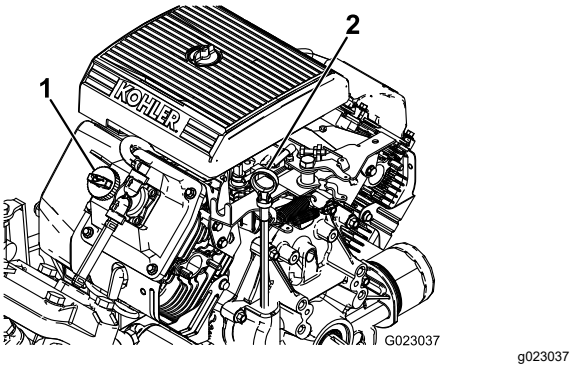

Figur 42
2. Ta ut oljestickan och torka av den med en ren trasa (Figur 42). Sätt i oljestickan i röret och se till att den sitter som den ska. Ta ur oljestickan och kontrollera oljenivån.
3. Om oljenivån är låg tar du bort påfyllningslocket från ventilkåpan (Figur 42) och fyller på med olja i öppningen tills nivån når upp till markeringen Full på oljestickan. Fyll sakta på oljan och kontrollera nivån med jämna mellanrum under tiden. Fyll inte på för mycket.
8. Häll sakta i cirka 80 % av angiven mängd olja i påfyllningsröret (Figur 42).